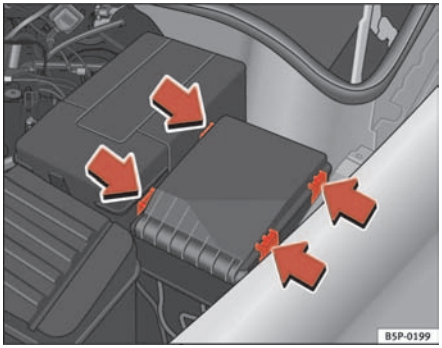

Fig. 178 Fuse box cover in engine compartment
– Prise off the fuse cover in the engine compartment by pressing the tabs towards the centre of the cover ⇒ fig. 178.